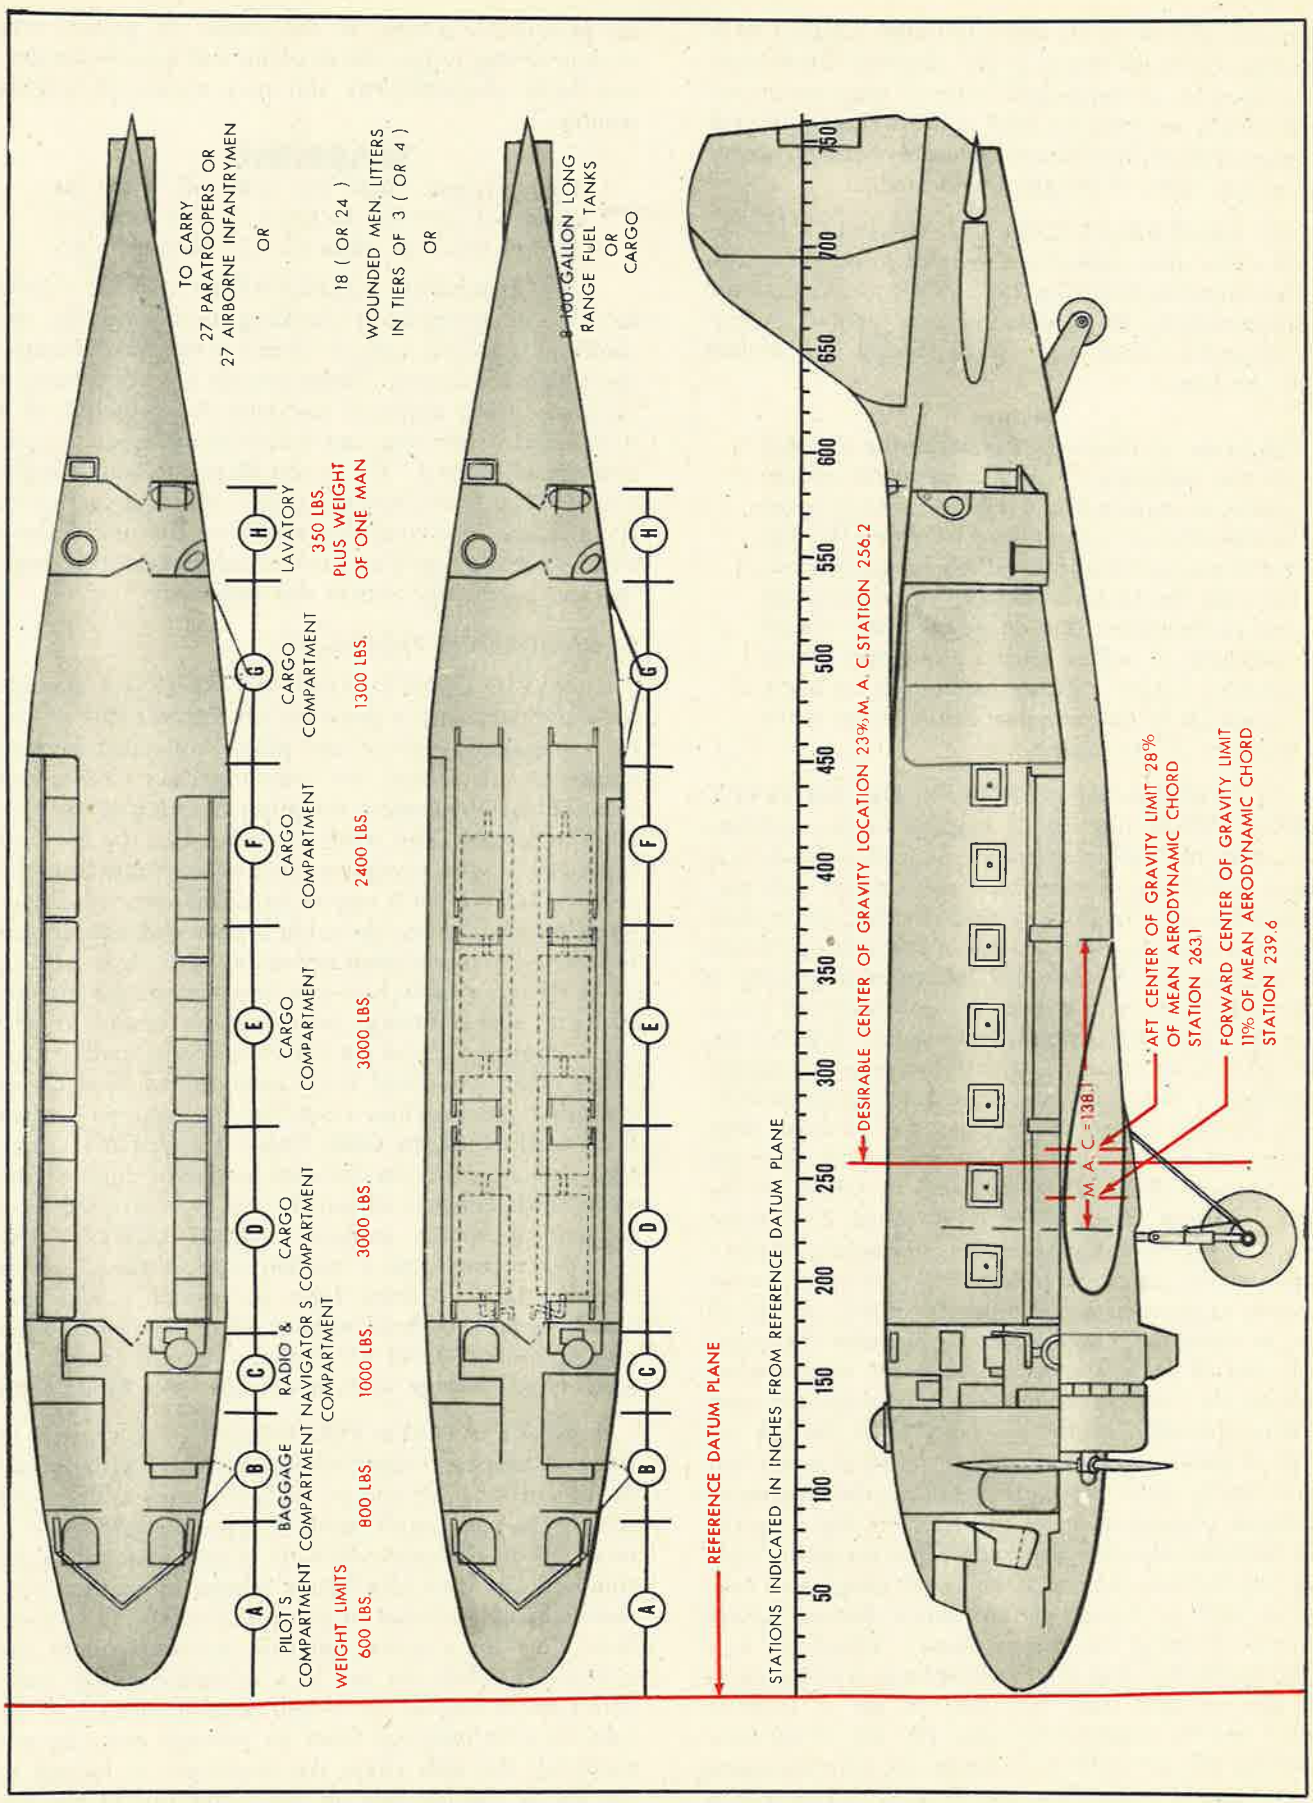

Figure 618—Compartments Loading Diagram
(1) GENERAL. – Haphazard loading, without proper consideration for weight and balance limits, is as obsolete and dangerous as making haphazard mechanical repairs. This airplane has definite restrictions on the amount of weight which can be concentrated within a particular area of floor space, as well as on the total weight which can be carried by the entire airplane. Likewise, there are definite balance requirements which must be complied with or the airplane will sacrifice speed, range, and ceiling; or it may even become critically dangerous to fly, depending upon how seriously it is loaded out of balance.
(2) COMPARTMENTS.–The airplane is zoned into eight compartments, lettered consecutively from "A" to "H" inclusive, (see figure 618), mainly for the purpose of keeping an accurate check on weight distribution and for computing the balance of a given load arrangement.
The nose of this airplane marks the location of the imaginary, vertical reference datum plane, as indicated in figure 618. The purpose of the reference datum is to provide a definite reference position from which distances parallel with the longitudinal axis of the airplane can be measured. Station numbers are always indicated in inches. Hence, any given station number means that its location is as many inches aft of the reference datum plane as the number of the station.
(5) PERMISSIBLE CENTER OF GRAVITY RANGE.—While the aim of loading in this airplane is to locate the center of gravity at station 256.2, it is seldom practicable to distribute the load in such perfect balance as to hit this position exactly. Such perfect balance, moreover, is not required for safe operation. The airplane will fly safely if its center of gravity is located anywhere within its permissible center of gravity range. This range extends from station 239.6 to station 263.1. Since center of gravity locations are usually expressed in terms of percent m.a.c. (mean aerodynamic chord), instead of inches, the forward limit (station 239.6) is called 11 percent m.a.c., the aft limit (station 263.1), 28 percent m.a.c.; while the desirable location (station 256.2) is called 23 percent m.a.c. (See figure 618.) Therefore, in loading this airplane, the aim should be to locate the center of gravity as nearly as practicable to 23 percent m.a.c.; and in all cases, to locate the center of gravity between 11 percent m.a.c. and 28 percent m.a.c. It should be remembered, however, that perfect balance is required for the most efficient operation of the airplane. Even though the center of gravity lies within its permissible range, but is not at its most desirable location, the degree of unbalance present must be corrected in flight by the pilot with the elevator trim tabs. Since trimming adds drag, the airplane will sacrifice speed, range, and ceiling, as well as forfeit certain safety factors, where elevator trimming becomes necessary. Therefore, it is highly preferable that the airplane be so well-balanced that the elevator trim tabs may be set at zero. It should also be remembered that the use of elevator trimming tabs are helpful in correcting an unbalanced condition only when the center of gravity lies within its permissible range. If the center of gravity lies outside of this range, the airplane will assume dangerous flight characteristics and may encounter serious trouble.
a. GENERAL.—The airplane contains the following pyrotechnic provisions: a pyrotechnic pistol mount, a pyrotechnic pistol, a pyrotechnic pistol holder, a signal flare ("ammunition") container, and ammunition. The function of pyrotechnics is to transmit various colored signals from the airplane, and to project flares for reconnaissance purposes. The pistol mount is located in the upper left fuselage wall of the baggage compartment (compartment "B"), while all other pyrotechnic equipment is located near the inboard end of the compass receiver box, behind the navigator's seat, in compartment "C" (figure 618).
(1) DESCRIPTION. – Pyrotechnic pistol mount M-1 is installed in the fuselage on the upper left side of the baggage compartment, 2½ feet above the baggage compartment door. The M-1 mount is of the spring recoil type and is fastened to the aircraft by machine bolts. Its function is to hold the pyrotechnic pistol in position while the pistol is being fired. When the pistol is removed from the mount, following firing, the vent through the center of the mount is covered with a metal cap which is attached to the mount by a chain. The cover cap is placed in position by merely inserting it into the vent.